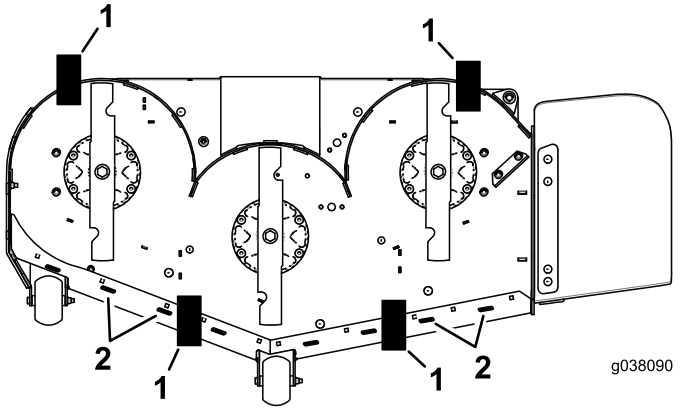

Figure 84
11. Placez une cale (voir le Tableau de hauteur de cale et d'inclinaison) sous le bord arrière de la jupe du plateau de coupe de chaque côté du plateau de coupe (Figure 84).